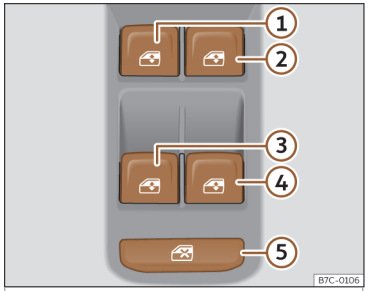

Abb. 88 Detail Fahrertür: Schalter für die Fenster.
Mit dem Sicherheitsschalter››› **Abb. 88** ⑤ in der Fahrertür können die Fensterheber-Tasten in den hinteren Türen außer Funktion gesetzt werden.